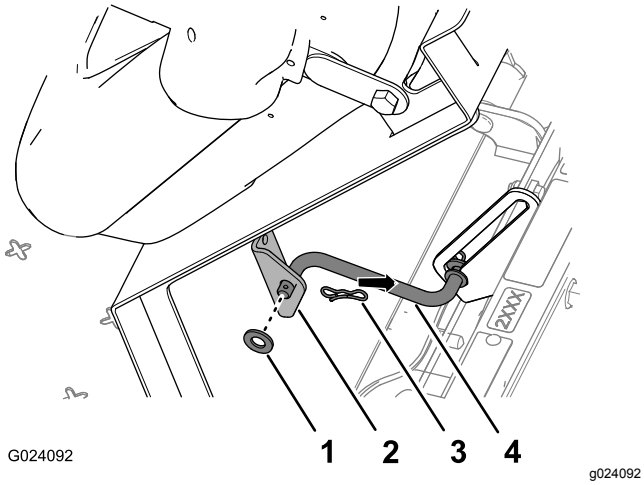

Figur 4
2. Fjern hårnålssplinten som fester støttestangen til braketten på bunnen av seteplaten (Figur 4).